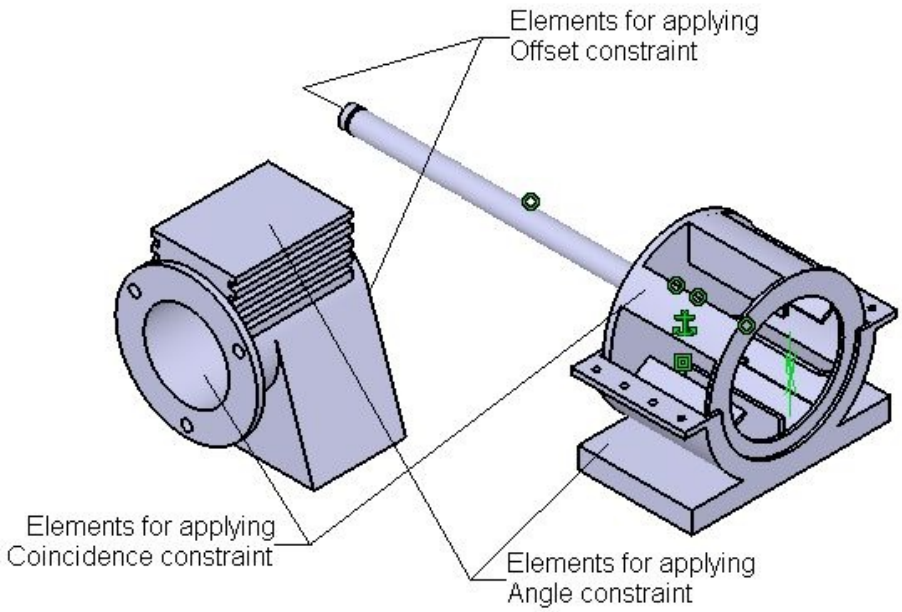

Figure 12-76 *Elements to be selected for applying various constraints*
2. Now apply the **Offset** constraint between the faces shown in Figure 12-76. Set the **Orientation** to **Same** and the **Offset** value to **0**.
3. Apply the **Coincidence** constraint between the axis of the shaft and the axis of the hole on the back side of the Motor, refer to Figure 12-76. After applying both the constraints, update the model.
4. Choose the **Angle Constraint** tool from the **Constraints** toolbar and select the faces, as shown in Figure 12-76. Now, select the **Parallelism** radio button to make the selected faces parallel and set the **Orientation** to **Same**. Next, choose **OK** from the **Constraint Properties** dialog box